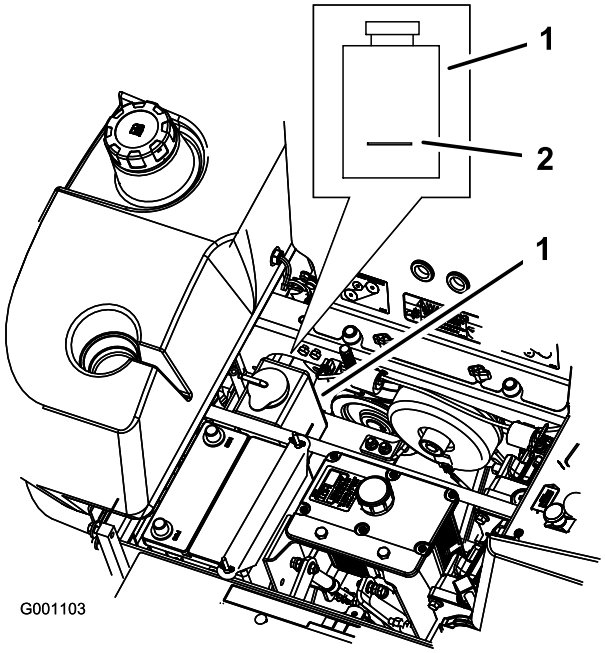

Figuur 57
3. Als de motor is afgekoeld, controleert u het peil van de overloopfles. De vloeistof moet tot aan de verdikking op de buitenkant van de overloopfles staan (Figuur 57).
4. Als het peil van de koelvloeistof te laag is, moet u de overloopfles bijvullen met een mengsel dat half uit antivries/Dex-Cool® en half uit water bestaat (Figuur 57).
5. Vul de fles met dit mengsel tot aan de streep op de fles (Figuur 57).